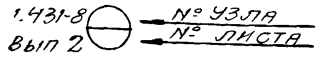

Рис. 1
11. В рабочих чертежах проекта ссылки на типовые узлы данной серии производятся маркировочными кружками с обозначением слева номера серии и номера выпуска (рисунок 1).